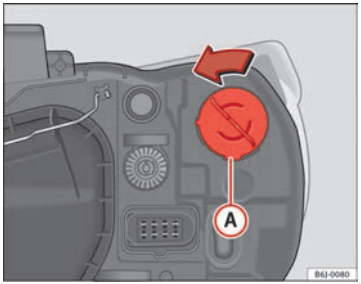

Fig. 147 Single turn signal lamp
– Rotate the bulb holder ⇒ fig. 147 (A) to the left and pull.